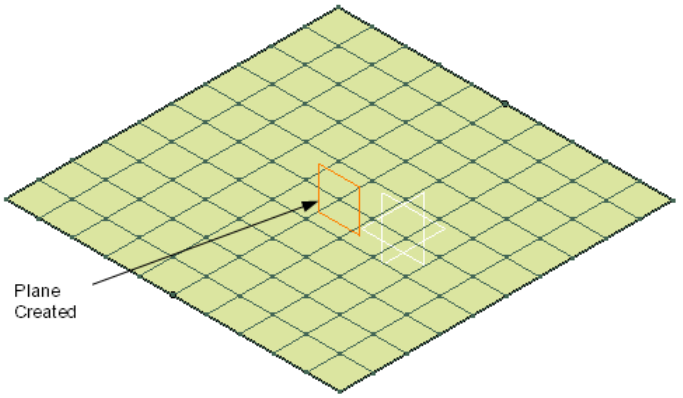

Figure 18-63 *The plane created*
4. Select the curve created earlier and choose the **OK** button; a plane is created, as shown in Figure 18-63, and the **Control Points** dialog box is displayed again.